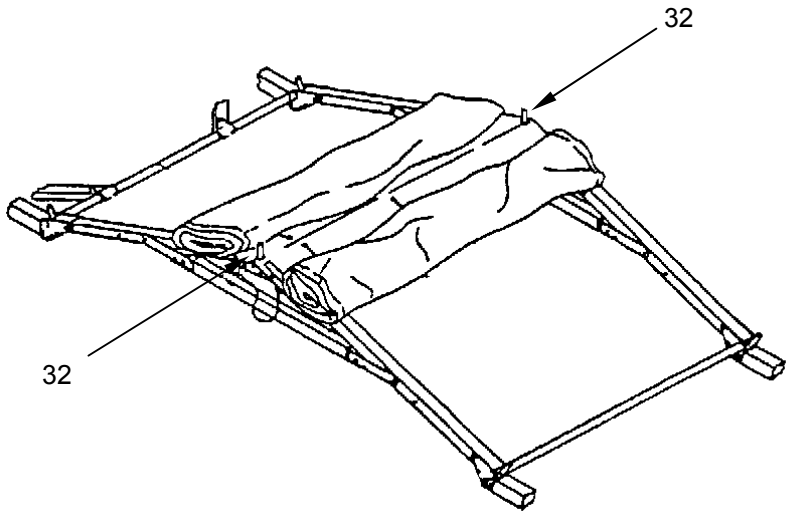

Figure 14. Place the Large Spindle Grommets Over Ridge Spindles.
4. Place the large spindle grommets over ridge spindles **(Figure 14, Item 32)**.